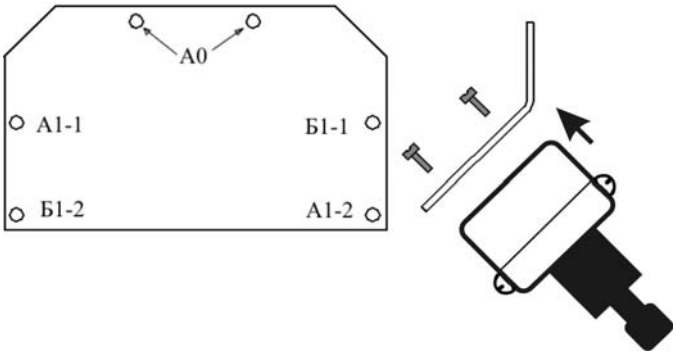

Рис. 6.12
6.4.2.1 Крепление БПРД и БПРМ на консолях узлов крепления УК-01(П), УК-02(П), УК-03(П) производится с помощью **УКБ-1** (см. рис. 6.12). Отверстия А1-1 и А1-2 или Б1-1 и Б1-2 предназначены для крепления БПРД (БПРМ), а отверстия А0 – для крепления к консоли. Необходимая ориентация БПРД (БПРМ) обеспечивается выбором крепежных отверстий А-1 или